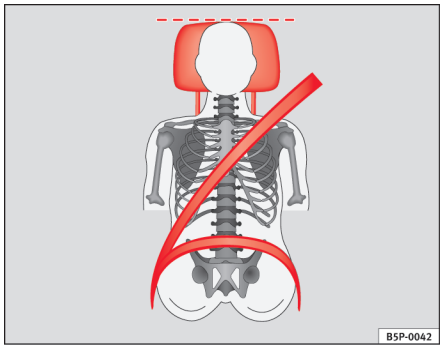

Fig. 12 Korrekt placering af sikkerhedssele og hovedstøtte set forfra
- **Sikkerhedsselens skulderdel skal sidde midt på skulderen og aldrig hen over halsen. Sikkerhedsselen skal sidde fladt og tæt ind til overkroppen ⇒ side 24, fig. 12.**